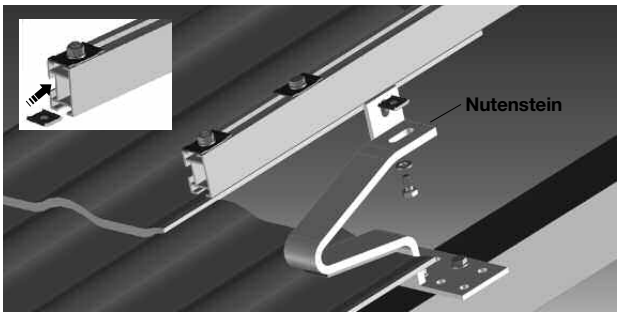
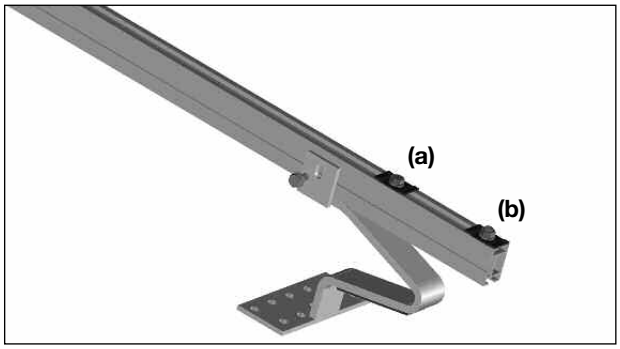

Abb. 7: Montageschienen montieren
Abb. 8: Dachhaken „unten“
2. Montageschienen an den Dachhaken montieren. Die Montageschienen können wahlweise von unten oder seitlich mit einem Nutenstein (siehe Abb. 8 und 9) an die Dachhaken montiert werden. Der Nutenstein muss in die Montageschiene (siehe Abb. 7) eingeschoben werden.